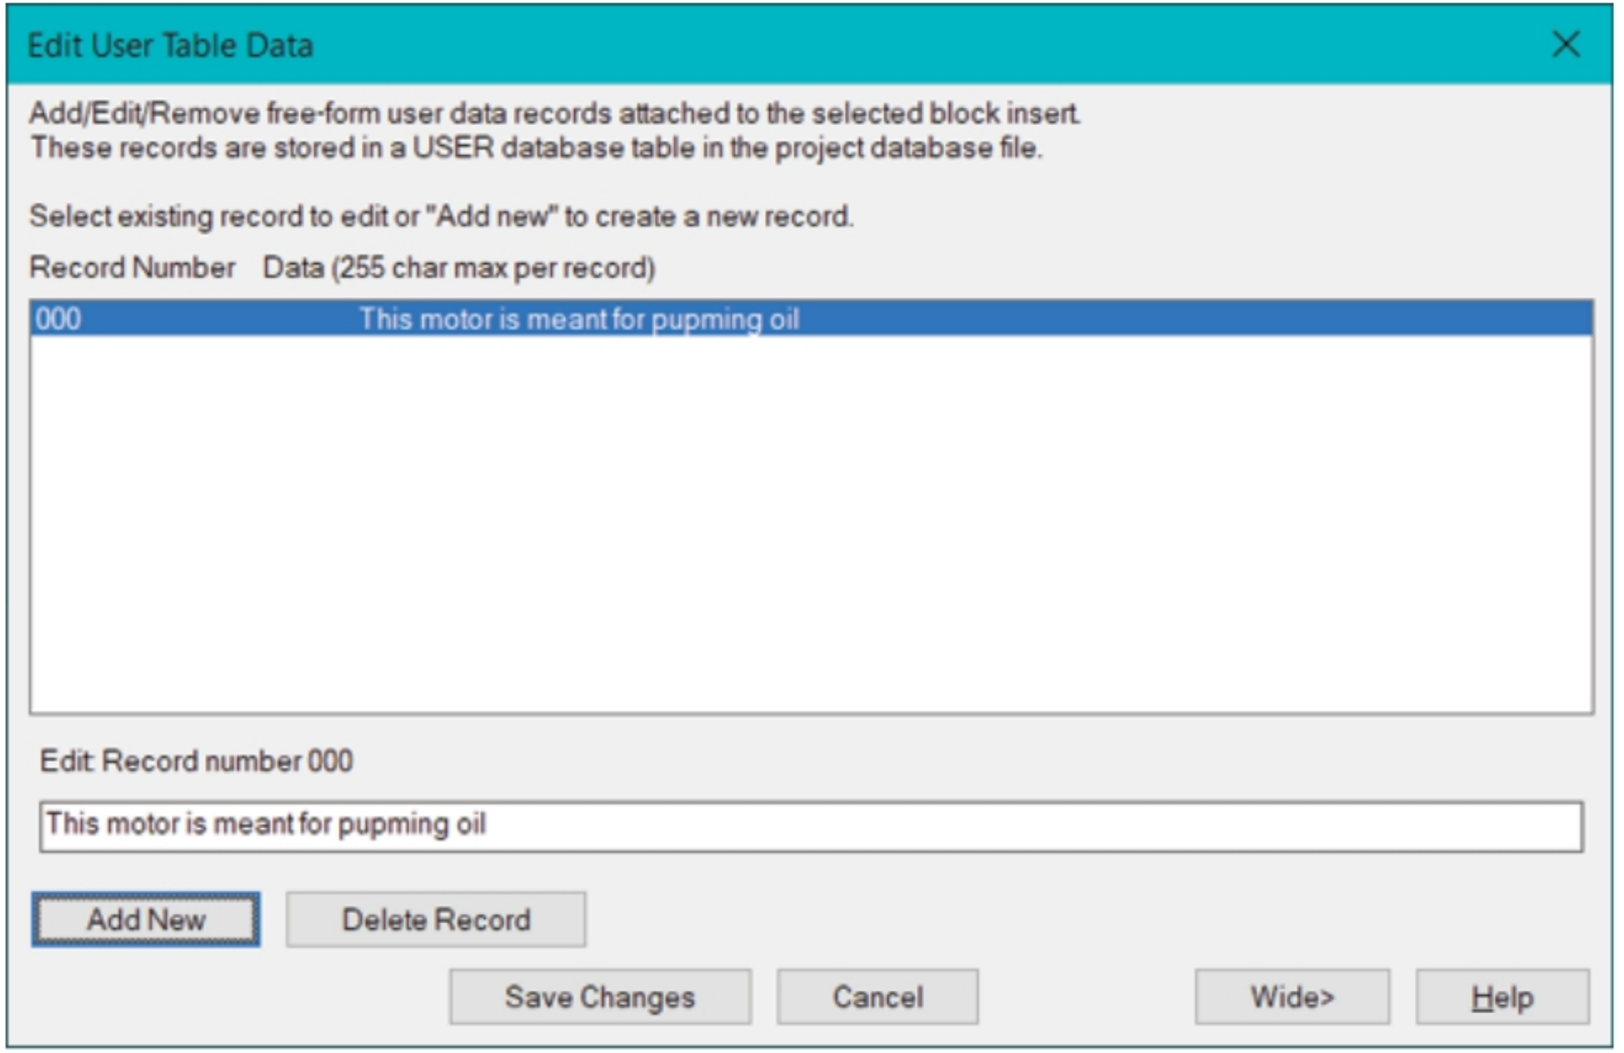

Figure-19. Edit User Table Data dialog box with record
- Enter desired data in the field and click on the **OK** button from the dialog box. The record will be added for the component; refer to Figure-19.